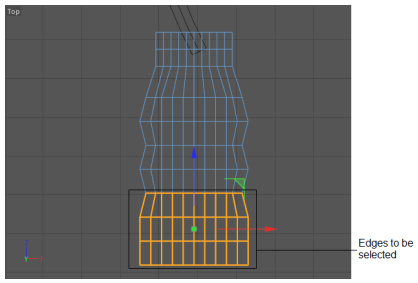

Figure 3-69 *The edges selected*
15. Choose the **Edges** tool from the Modes Palette; *Cube* is displayed in the edge mode. Choose the **Live Selection** tool from the Command Palette. In the Attribute Manager, select the **Only Select Visible Elements** check box in the **Options** area. Select the edges of *Cube* in the Top viewport, as shown in Figure 3-69.